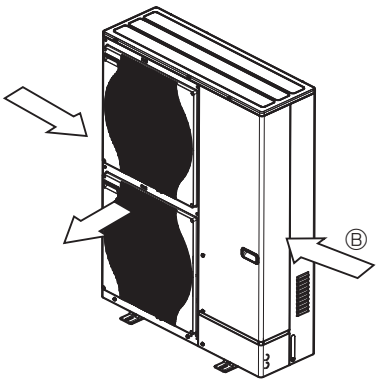

Fig. 1-5
③ Position the unit so that the air outlet blows perpendicularly to the seasonal wind direction, if possible. (Fig. 1-5)